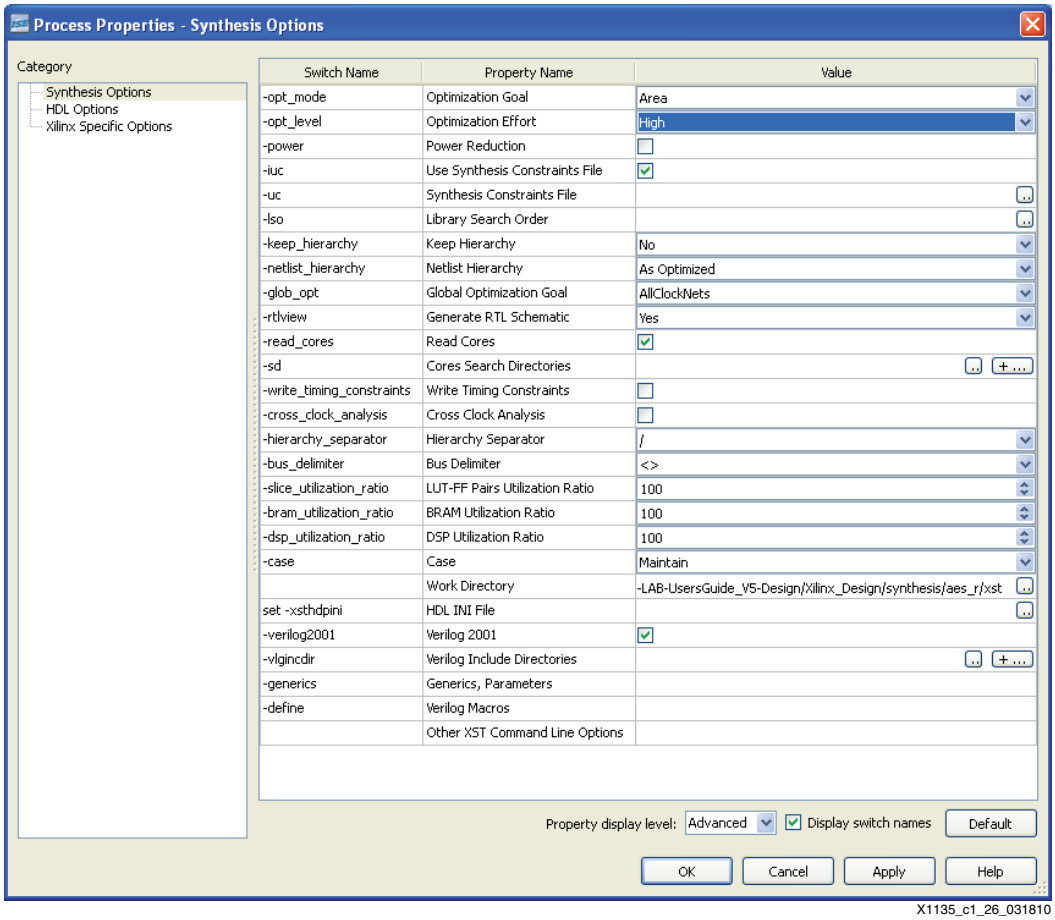

Figure 2-20: **Process Properties**
13. Set Optimization Goal to **Area**, set Optimization Effort to **High**, and click **OK** (see Figure 2-20).